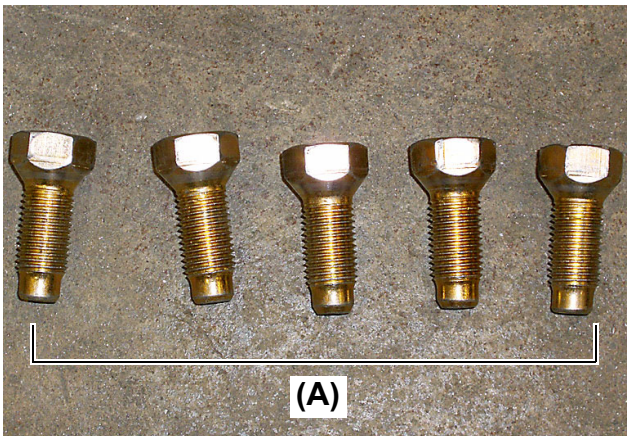

Fig. 7
10. Install the 7/16 - 20 UNF bolts **(Fig. 7, (A))** and torque to 51.6 to 59.0 ft•lbs (70 to 80 N•m).